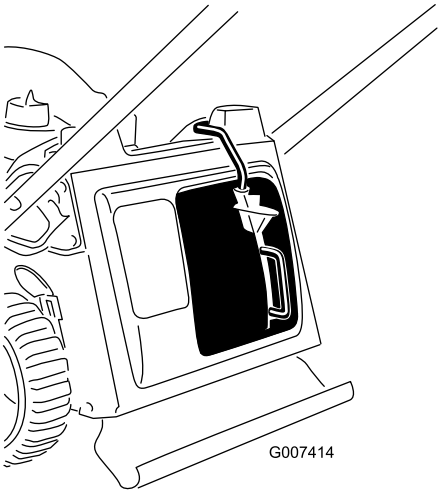

Figuur 12
3. Laat de knop op de greep los en zorg dat de bovenkant van de greep zich volledig in het schakelkanaal bevindt (Figuur 12). **Als de bovenkant van de greep zich niet in het schakelkanaal bevindt, start uw machine niet.**